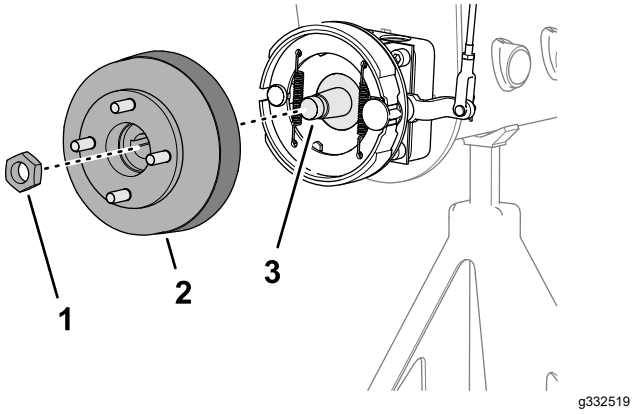
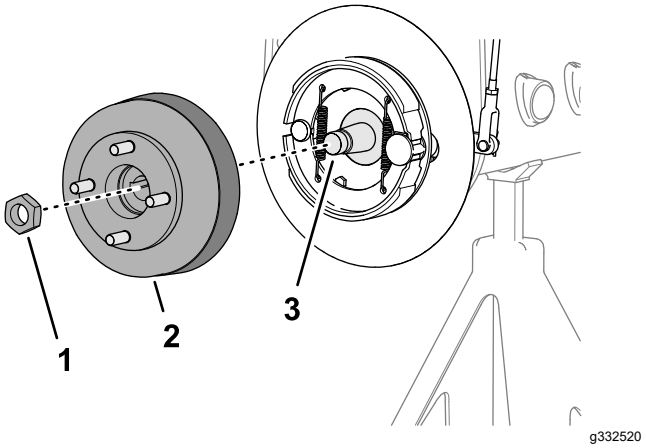

Figur 70
Figur 71
3. Monter hjulnavet og bremsetrommelen på hjulmotorakselen (Figur 70 eller Figur 71).
4. Fest hjulnavet til akselen med låsemutteren (Figur 70 eller Figur 71), og stram for hånd.